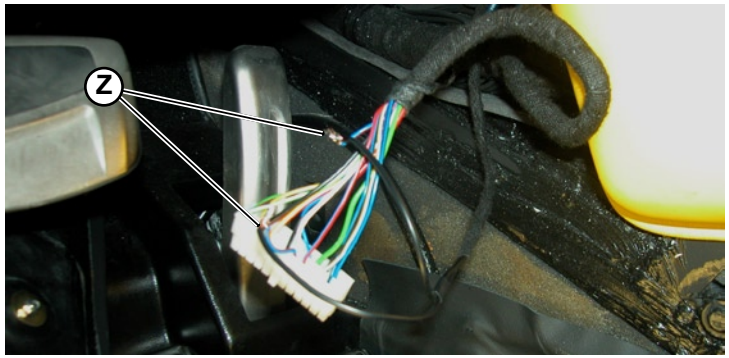

Fig.16
34. As shown in the picture beside (**Z-Fig.16**), solder at each end of the blue-red wire (that is connected at the white connector) one of the black wire of the VTS harness necessary for the crank inhibition.
35. Using some insulating tape, protect the two soft solders (**Z-Fig.16**) that are carried out before.